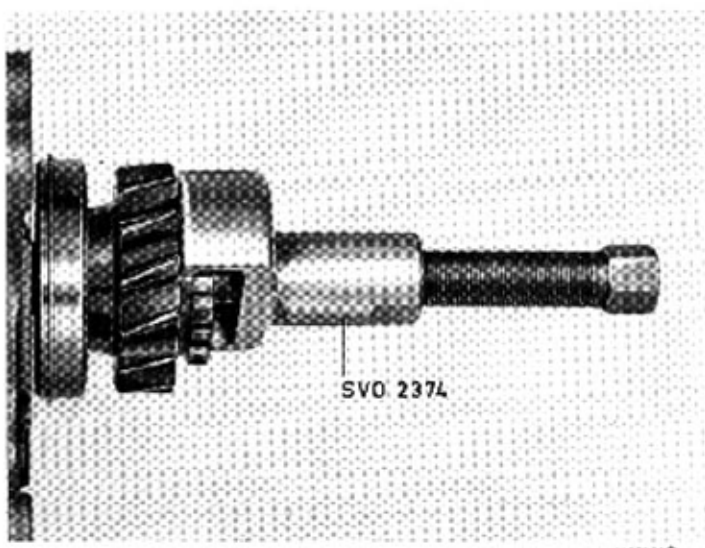

Bild 43-4. Demontering av kugghjul på utgående axel
4. Tag bort låsskruv och mutter för kugghjulet på huvudaxelns bakre ände. Drag av kugghjulet med avdragare SVO 2374, se bild 43-4. Pressa kullagret av kugghjulet. Lossa mellanflänsen från växellådan.